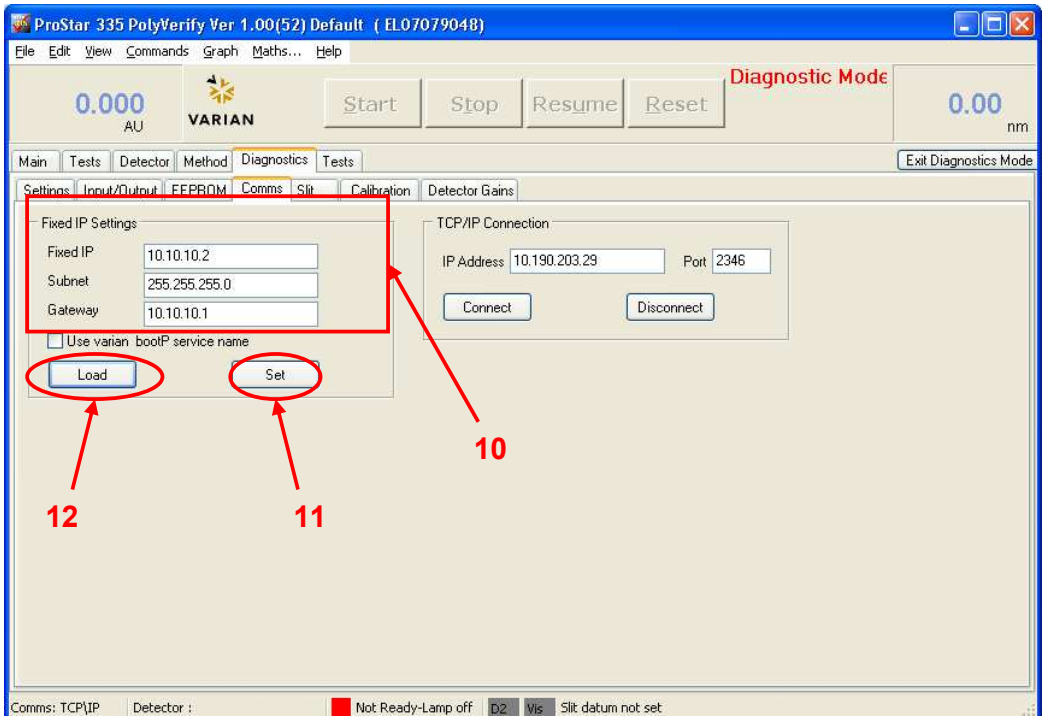

Figure 10; Inserting the IP Settings
16. Under the Fixed IP settings (**10**), type in the following settings (*Figure 10*);